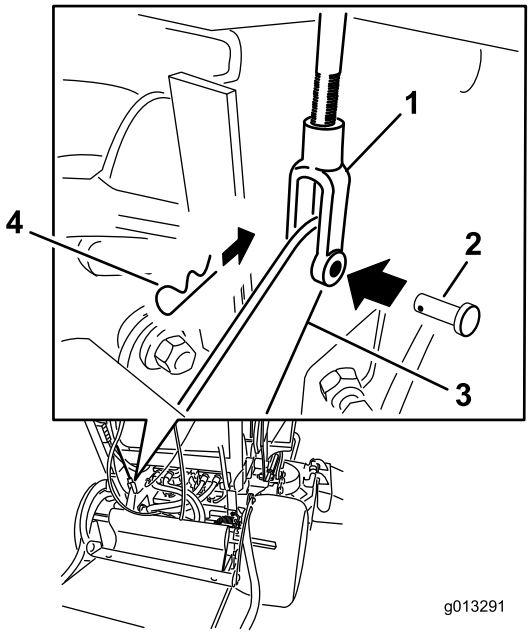

Figure 62
4. Pour régler le frein, retirez la goupille fendue et l'axe de chape du levier de frein inférieur et de la chape (Figure 62).
7. Fixez la chape au levier de frein inférieur avec la goupille fendue et l'axe de chape (Figure 62).